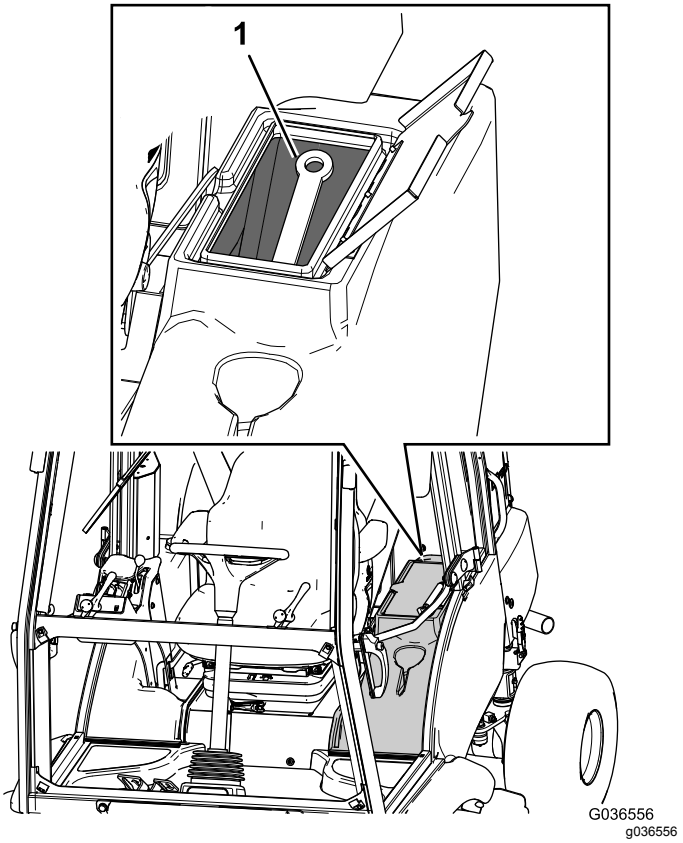

**Figura 21**
C. Coloque o suporte de segurança na área de armazenamento (Figura 21).